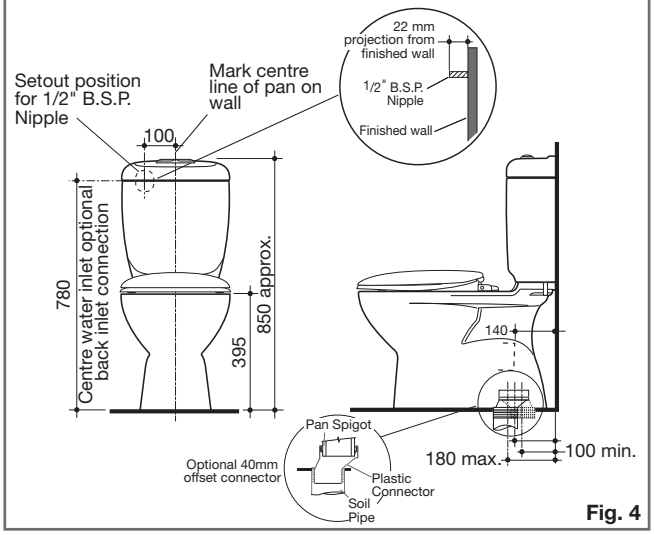

Fig. 4
For Back inlet connection it is important that the cold water connection (1/2" BSP connector nipple) be accurately position in the wall as detailed in **Fig. 4**.
**Important: Use only Caroma performance approved offset pan connector. Code No: 687270.** The 40mm **optional** off set connector is available to help achieve the set out of 140mm on existing installations, where the soil pipe is between 100mm min. and 180mm max. set out ranges specified for connector, as detailed in **Fig 4**. **(sold separately)**.